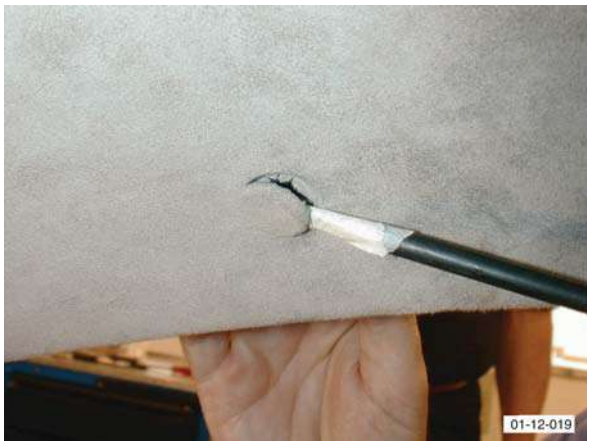

Figure 5
16. Remove trim finishers (x4) and screws (x4) (see Figure 5).